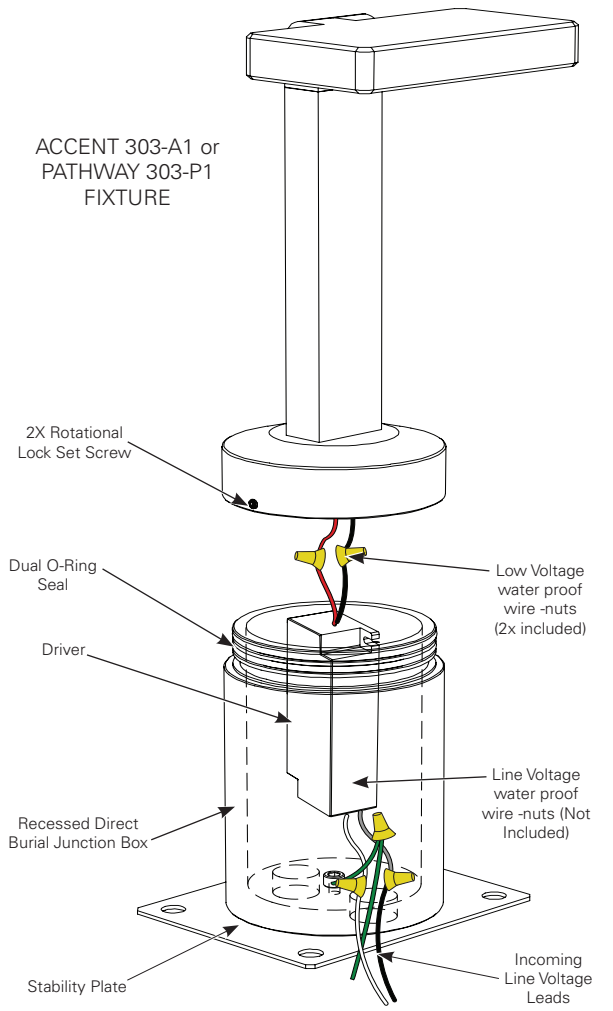

Figure 1.
1. Unpack EON Accent or Pathway Fixture and ensure all included parts are present. Waterproof wire connectors, 9/64" allen key, and 5/64" allen key are required but not included. See Figure 1.
1. Refering to Figure 1, remove fixture from direct burial junction box by backing out the two rotation lock set screws. *DO NOT LOSE OR MISPLACE SET SCREWS.*
5. Aim fixture and lock in place with the two (2) rotation lock set screws.